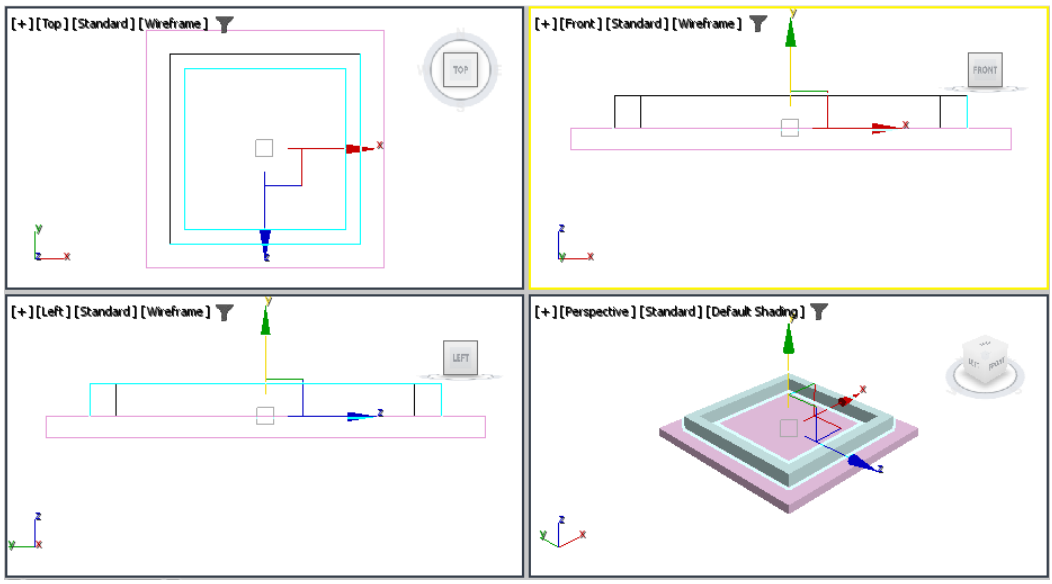

Figure 5-5 *The Frame aligned*
9. In the Front viewport, move *Frame* so that its bottom touches the upper part of *Top*, as shown in Figure 5-5.